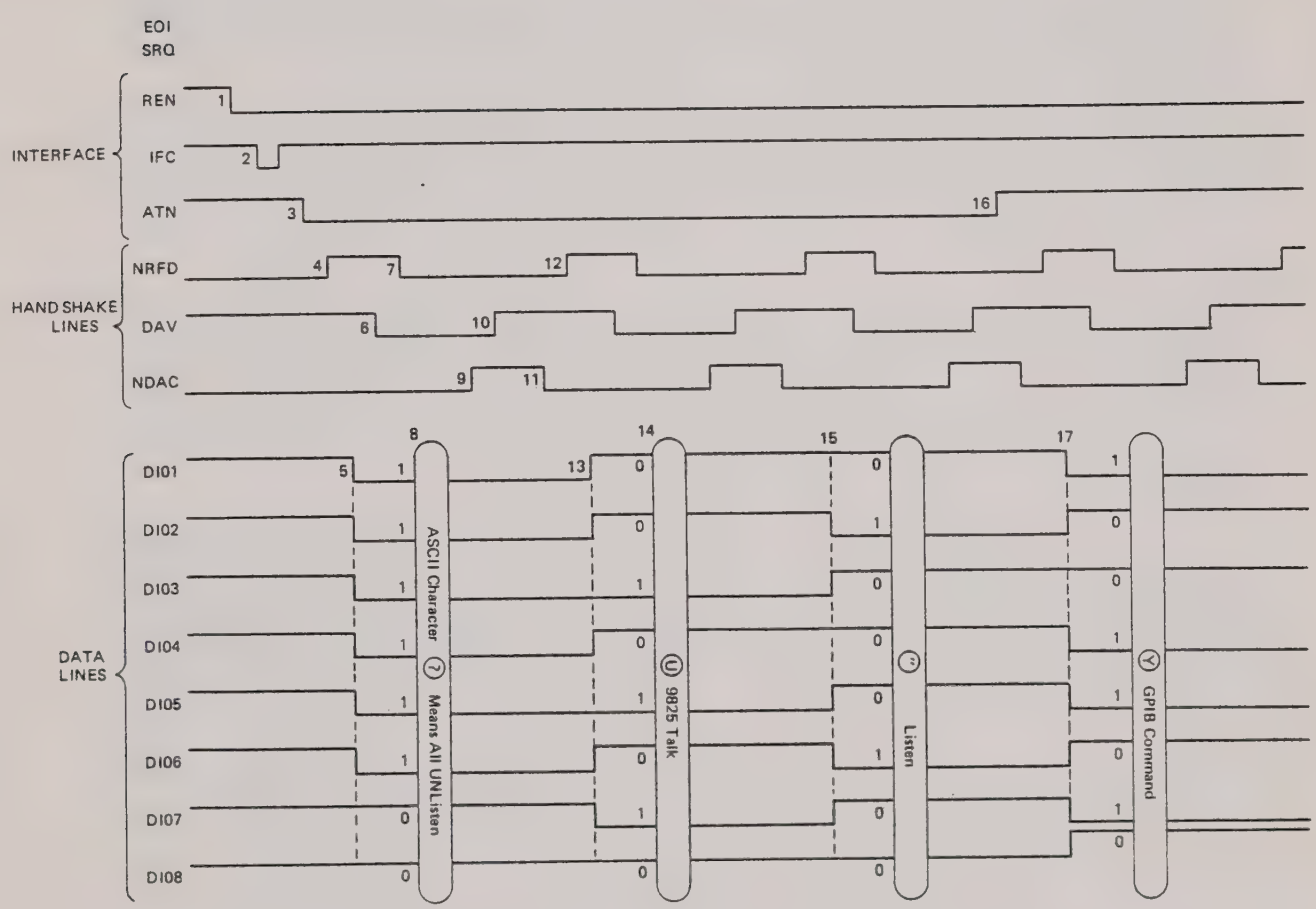

Figure 7.4 - 202/205 Interface Timing
7.5.1 The transmission of programming instructions from the system controller, in the form of GPIB Program Commands (see subsection 7.8 starting on page 7-19 for further information), to the analyzer over the GPIB and the subsequent automatic analysis operations, including message reply outputs, are outlined in Table 7.3. This tabulation describes a typical bus operation sequence illustrating the transmission of a device-dependent command to the logic analyzer along with the resulting transfer of status information (reply to a Y2-coded Output Command in this example) back to the controller via the GPIB for analysis and further output as needed. Figure 7.4 depicts a timing display diagram up to the beginning of transmission of the Y2-coded Output Command (shown in Table 7.3 beginning at reference line 17). If Figure 7.4 was completed, it would show the entire bus sequence timing display. (Also, the system controller can write directly into the CRT to display operator instructions.)
7.5.3 The GPIB-Interface Timing diagram, shown in Figure 7.4, shows the condition of each individual bus line at each stage of the data transfer operation. Observe that the timing diagram includes reference numbers adjacent to each level of change. These numbers correspond to the individual line entries of Table 7.3.
7.5.7 Refer to line 1 of Table 7.3 and note that the first operation performed is the setting of the Remote Enable (REN) line to the low state. As explained in the table, this arms bus members to go to the remote mode of operation. Next, the controller transmits the Interface Clear (IFC) signal which stops bus activity (2) and, then, the Attention (ATN) line is set low (3) indicating that the next data byte placed on the GPIB by the controller will be a GPIB-Interface message. Note in the timing diagram (see Figure 7.4) that when the ATN line is set low that the analyzer responds by setting the NRFD line high (4). This response by the analyzer indicates that it is now ready to accept data.